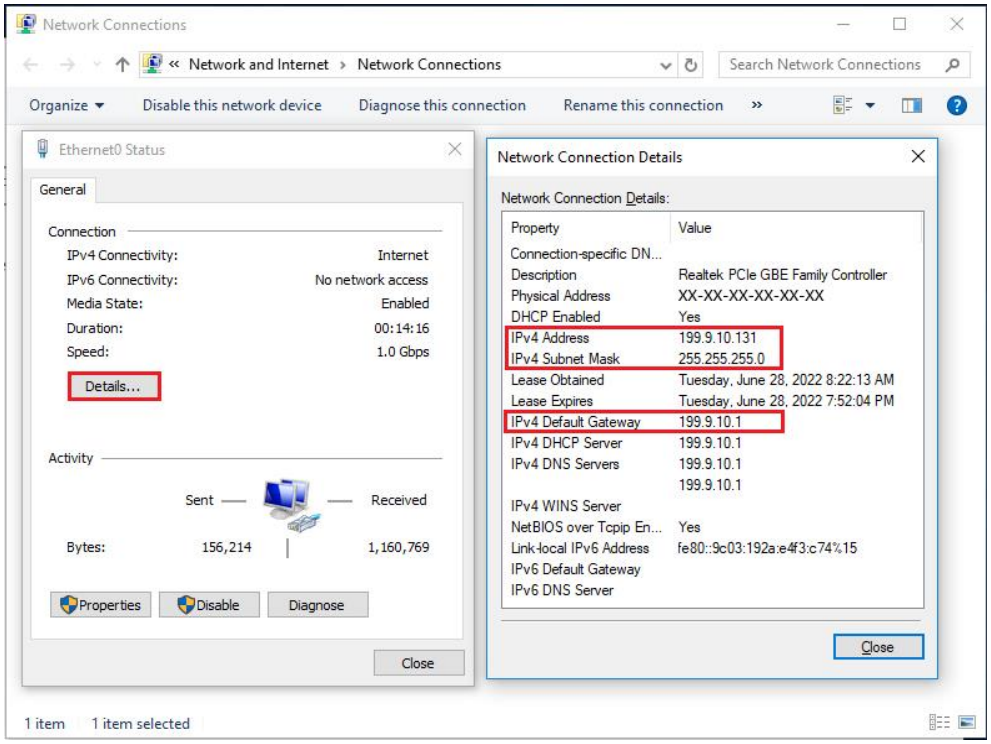

Figure 2-30 Check the LAN information
2. Check the LAN information. See Figure 2-30.